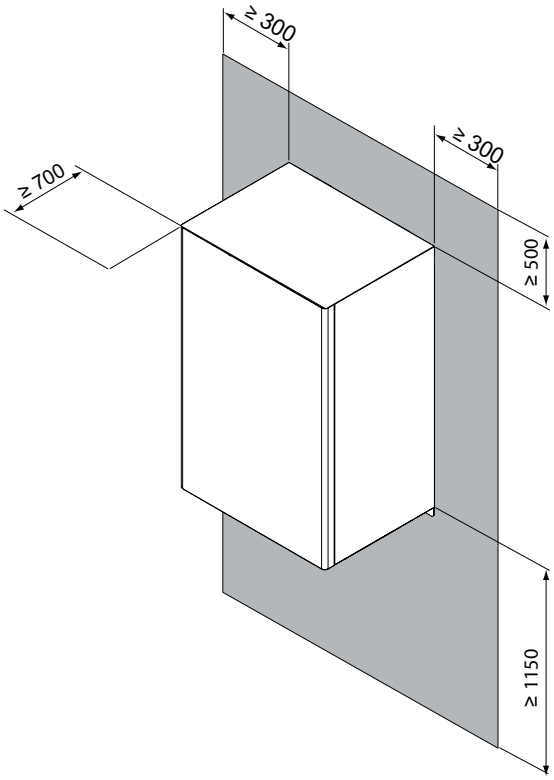

fig. 7 - área operativa mínima para la unidad interior
- El espacio alrededor de la unidad es adecuado para el mantenimiento, consulte fig. 7.